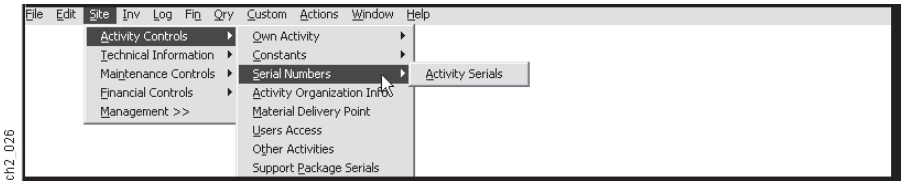

Figure 2-37
(3) **Step 3.** On the Activity Controls Submenu above (Figure 2-37), select the Serial Numbers Option.